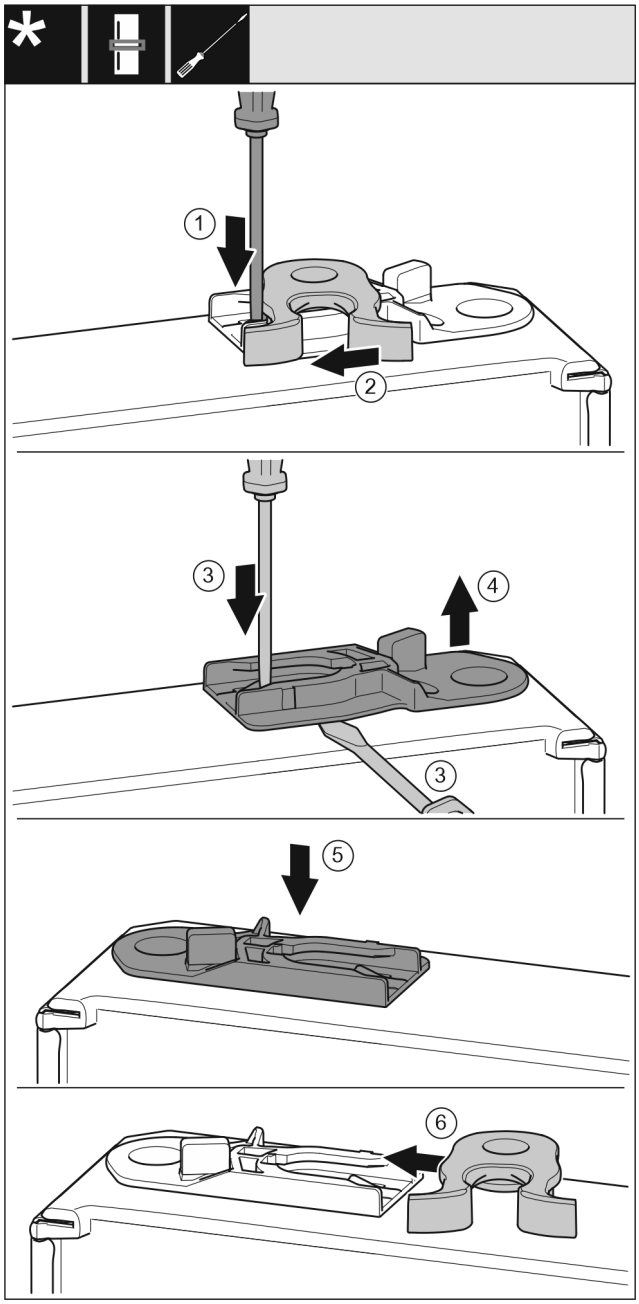

Fig. 20
- ▶ Presione hacia atrás la pestaña *Fig. 20 (1)* con el destornillador de punta ranurada.
- ▶ Retire el gancho de cierre *Fig. 20 (2)* de la guía.
- ▶ Extraiga el casquillo guía *Fig. 20 (3, 4)*: Presione la pestaña con un destornillador de punta plana y, al mismo tiempo, desplace el destornillador de punta plana por debajo del casquillo guía.
- ▶ Inserte el casquillo guía *Fig. 20 (5)* incluido en el volumen de suministro en el otro lado de la carcasa.
- ▶ Deslice el gancho de cierre *Fig. 20 (6)* en la guía.